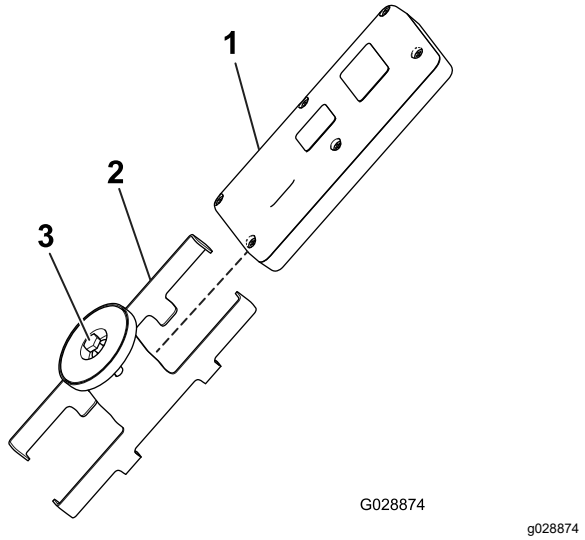

**Rysunek 41**
1. Poluzuj śrubę w magnesie uchwytu magnetycznego (Rysunek 41).
2. Rozsuń połówki uchwytu i wyjmij pilot z uchwytu (Rysunek 41).
8. Załóż pilot zdalnego sterowania na uchwyt magnetyczny, dosuń połówki do siebie, aby zamocować pilota, a następnie dokręć śrubę w magnesie (Rysunek 41).